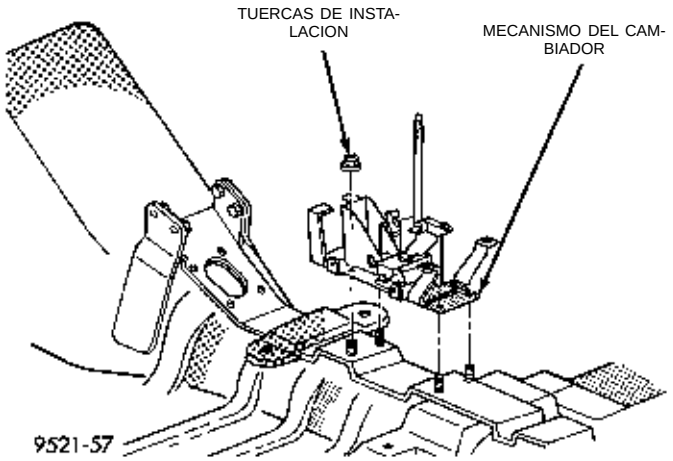

Fig. 16 Mecanismo del cambio de marchas
(7) Retire las tuercas de la base del mecanismo de cambio de marchas (Fig. 16). Retire el mecanismo del cambiador.